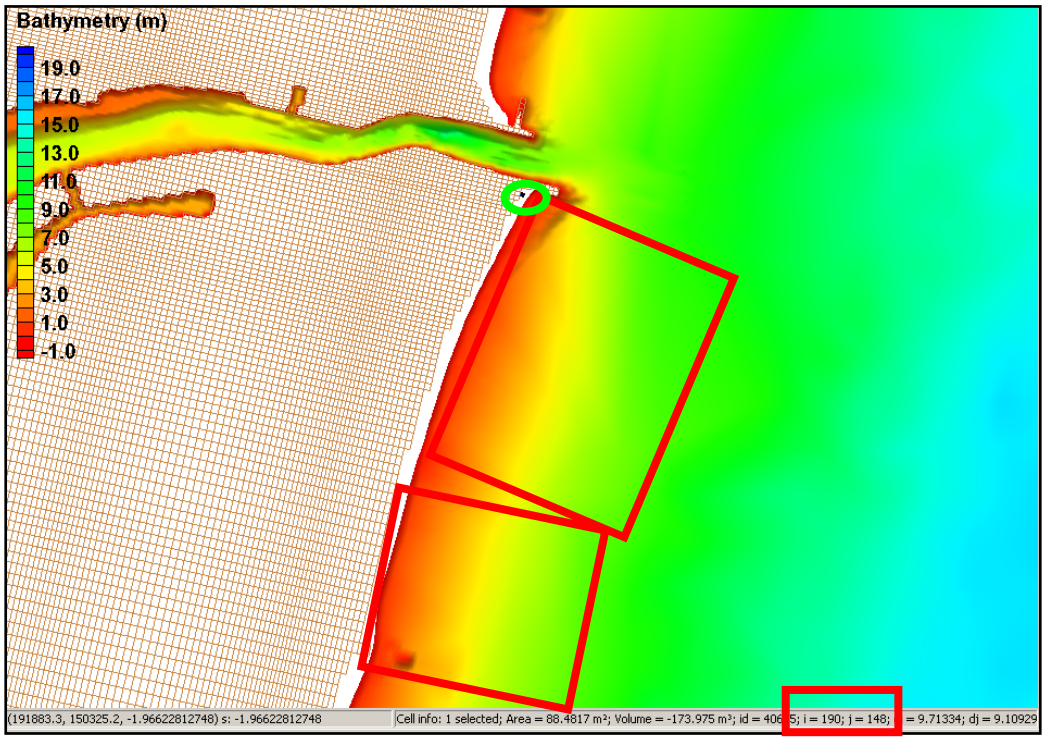

Figure 12. Selection I and J IDs for smoothing sections of the grid at a time.
1. Determine the bounding cell id by looking at the corner cells (that make up the rectangular area defining the nearshore that is to be smoothed) by clicking the *Select Grid Cell* button and clicking on each cell individually, the I and J id is listed along the lower portion of the SMS window (Figure 12),
4. Set the Filter Size to 5x5, iterate twice, and leave Max. elevation changes, and filter ratio to the default, and change the column's and row's *Start* ID and *End* IDs to what the bounding cells were (figure 12), *OK*,